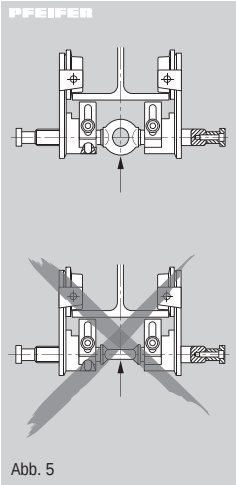

Abb. 5
- Nach Einstellung der Fahrwerksbreite muss die Öse der Traverse (Abb. 5) wie abgebildet zum Träger stehen. Nun kann der Traghaken eines Hebezeuges in die Öse eingehangen werden. Durch das Gewicht des Hebezeuges wird die Einstellung des Fahrwerkes automatisch gesichert.
- Falsches Einhängen bzw. Belasten der Traverse über den flachliegenden Querschnitt ist verboten (Abb. 5).